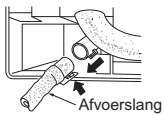

Fig. 2
3) Trek de afvoerslang aan de linkerachterkant van de binnenunit los. (Fig. 2)